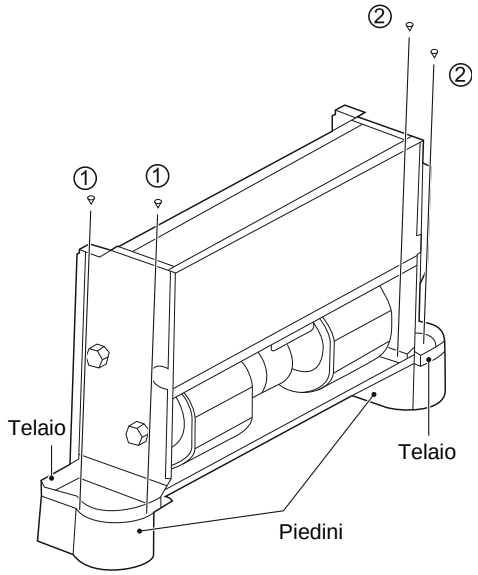

Figura 5-3
I piedini mostrati nella Figura 5-3 sono opzionali. Puoi acquistarli separatamente e installarli come segue:
2. Posizionare i fori di montaggio sulla base dell'unità nel perno di guida del piedino corrispondente e fissare i piedini con le viti ①×2 e ②×2 come mostrato nella Figura 5-3.